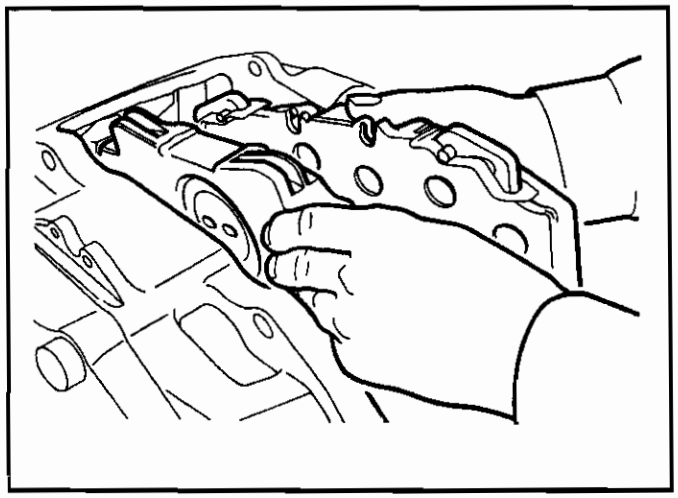

Figure 6.
8. Remove the worn inboard pad and spreader plate (Figure 6).